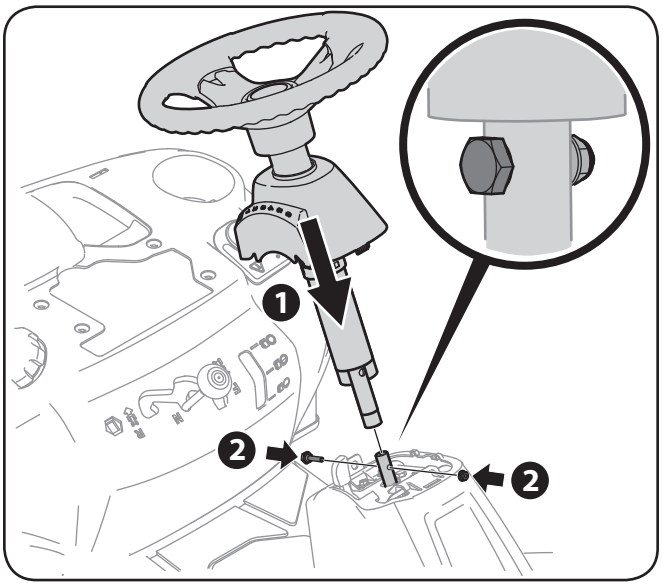

Figure 3-2
4. Abaissez le volant sur la partie inférieure de l'arbre de direction et maintenez-le en place avec la boulon à épaulement et le contre-écrou enlevés plus tôt. Voir la Figure 3-2.